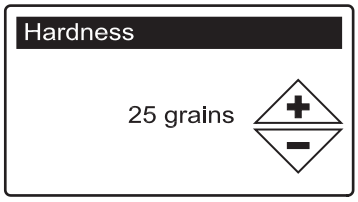

FIG. 31
5. Press the SELECT (○) button to display the Hardness screen (See Figure 31).